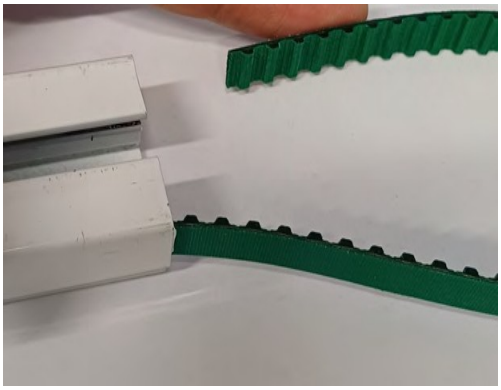

Рис. 3.6
3.1.3. Протянуть *Ремень, 100кг (801061-0000)* вместе с частью *Каретки ведущей длиной с роликом (801079-0000)* через весь карниз (Рис 3.5). Снять все детали с ремня (Рис. 3.6):